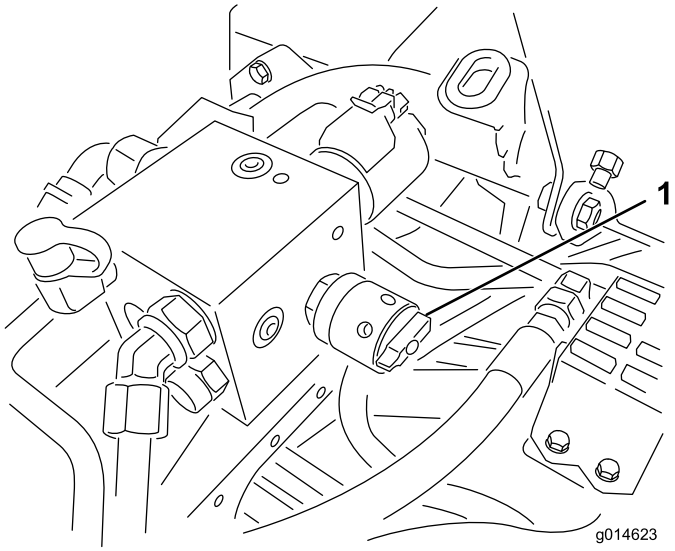

**Figuur 51**
6. Draai de toerentalregeling van de messenkooien op instelling 1 (Figuur 51).